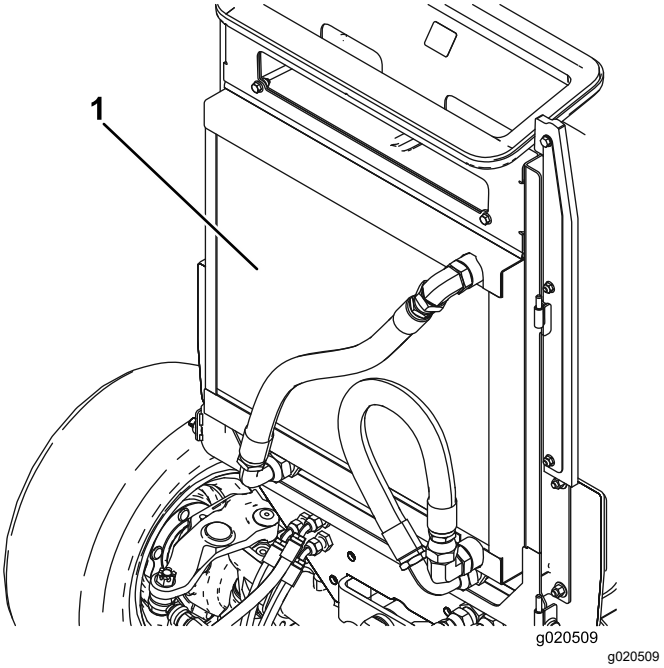

Figur 112
4. Rengør begge sider af oliekøleren og køleren grundigt med trykluft (Figur 112).